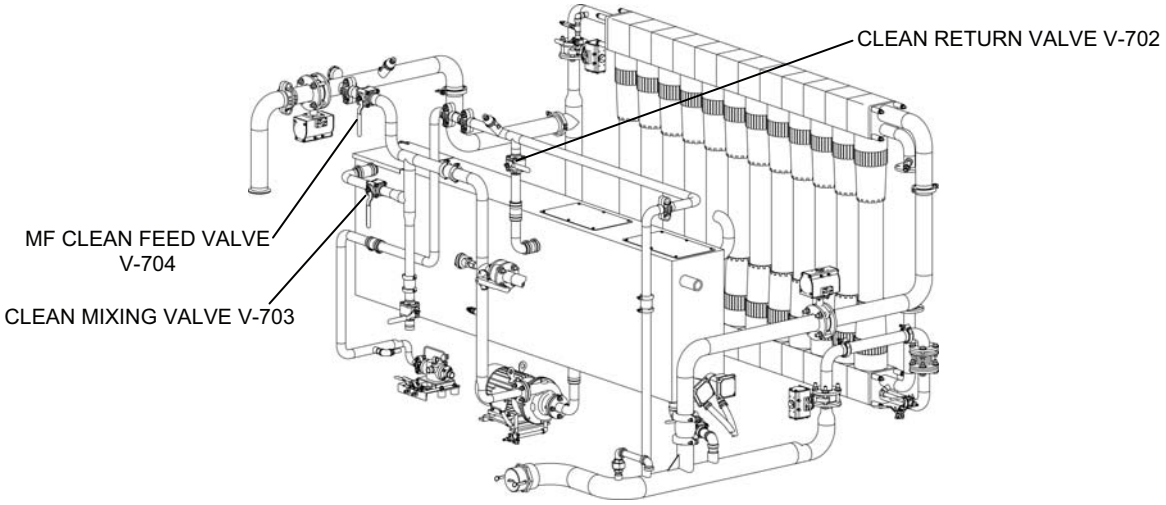

Figure 12. Valves for MF High pH Cleaning.
4. Set valves for MF high pH cleaning as follows (Figure 12):
6. Drain #2: Drain the high pH cleaning solution from the RO feed tank and MF modules as follows (Figure 12):